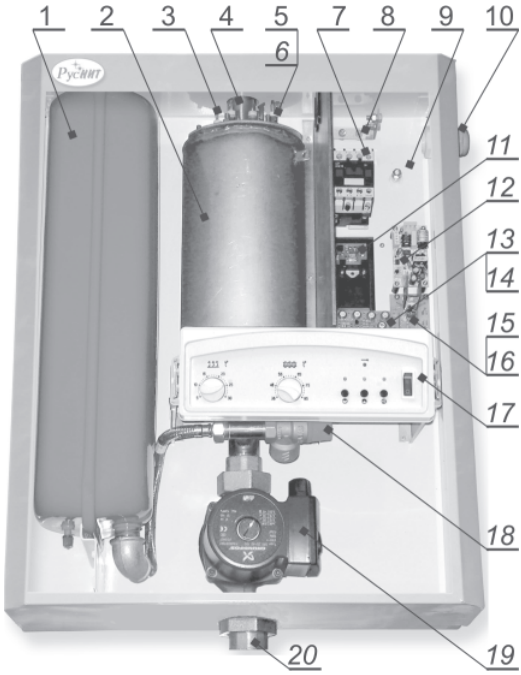

Рис. 1. Устройство электрокотла:
5.1. Отопитель состоит из следующих основных частей: теплообменника (бака), элементов силовой коммутации (симисторов, контактора), электронных блоков (источника питания, измерительной платы, платы управления насосом), экспанзомата, предохранительного клапана, циркуляционного насоса (рис. 1).